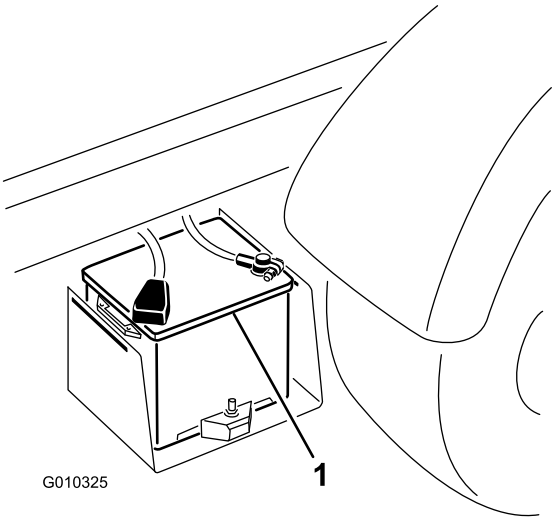

Figur 48
2. Forbind et startkabel mellem pluspolerne på de to batterier (Figur 48). Pluspolen kan identificeres med et +-tegn oven på batteridækslet.